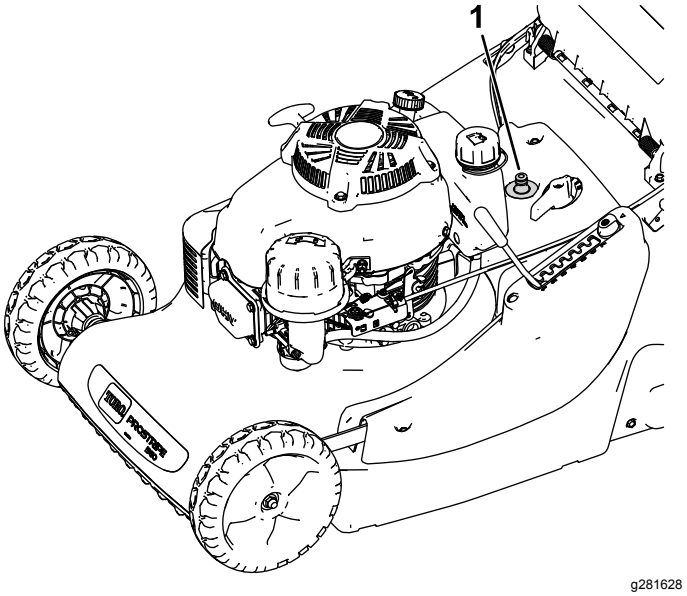

Rysunek 20
7. Podłącz wąż ogrodowy z wodą do złącza czyszczenia (Rysunek 20).